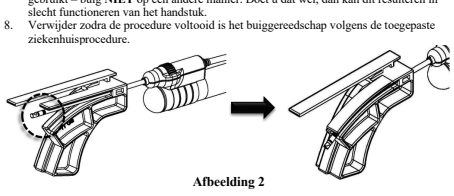

Afbeelding 2
6. Bevestig voordat u de canule buigt dat de breedste van de twee zwarte banden op de canule uitsteekt voorbij het einde van de buigtab (***Afbeelding 2***). Als deze band niet uitsteekt voorbij het uiteinde van de tab, kan het voorkomen dat het handstuk na het buigen niet meer correct functioneert.
OPMERKING: de canuletip voor de handstukken 15ga (van 10 cm) en 13ga (van 10 cm) steekt niet voorbij de buigtab zoals is aangegeven in ***Afbeelding 2***. Deze handstukken voert u voor het buigen in het buiggereedschap in totdat ze niet verder kunnen.